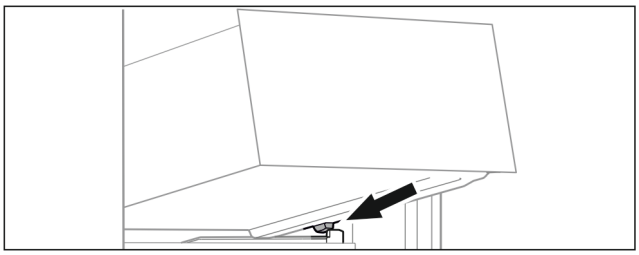

Fig. 92
▶ Placer le tiroir, en l'inclinant, derrière les butées sur la nervure de récipient. (voir Fig. 92)